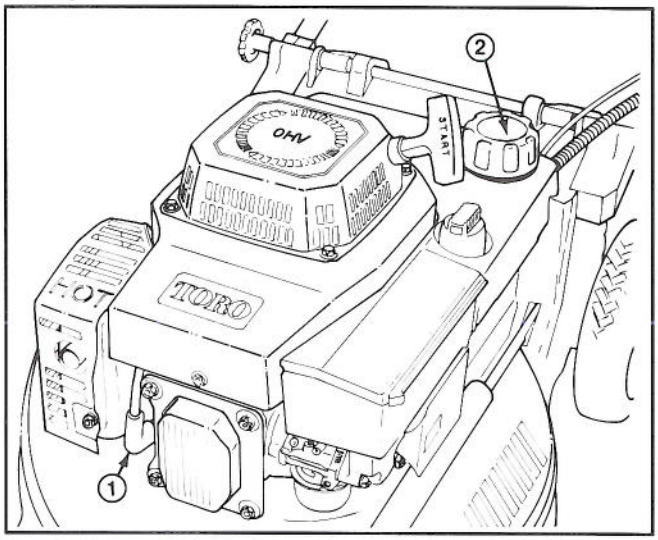

Abbildung 17
1. Den Motor abstellen und auskühlen lassen und das Kabel von der Zündkerze abziehen (Abb. 17).
1. Den Motor abstellen und das Kabel von der Zündkerze abziehen (Abb. 17). Beim Startschlüssel-Modell den Schlüssel aus dem Schalter ziehen.
2. Den Tankverschluß abnehmen (Abb. 17) und das Benzin mit einer Saugpumpe in einen sauberen Benzinkanister abpumpen.
1. [1. Den Motor abstellen und das Kabel von der Zür Zündkerze abziehen (Abb. 17). Beim Startschlüssel-Modell den Schlüssel aus dem Schalter ziehen.